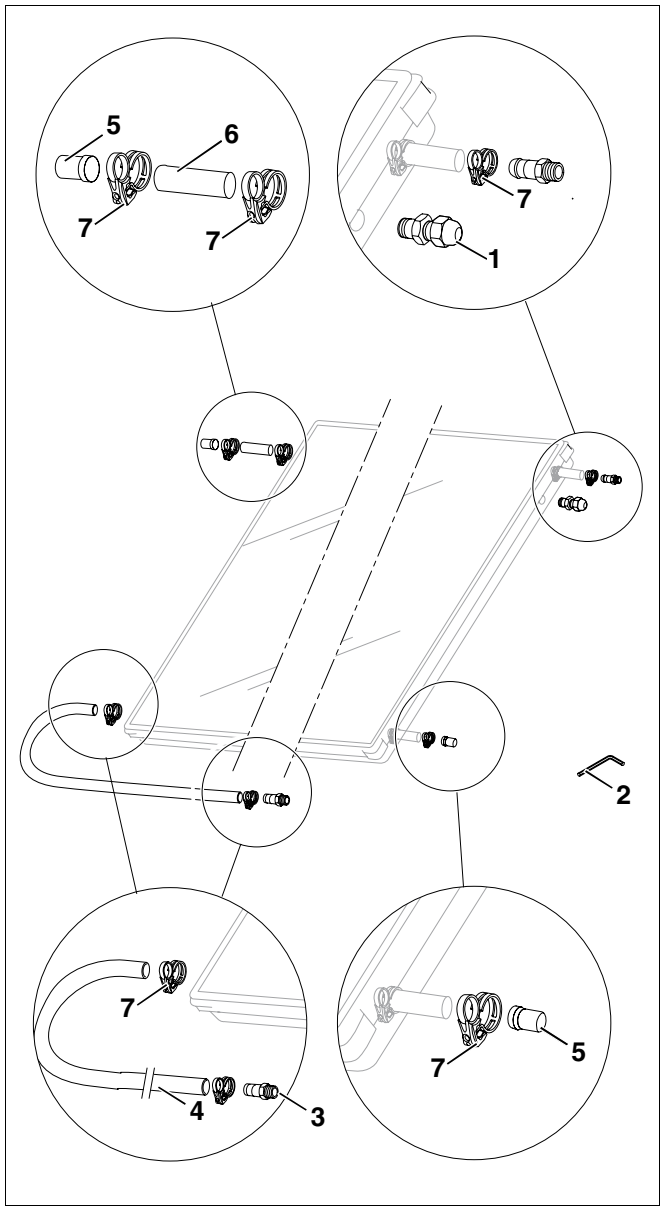

Afb. 7 Basisset voor de leidingen per collectorrij
4.2.5 Basisset voor leidingen (per collectorrij) – afb. 7